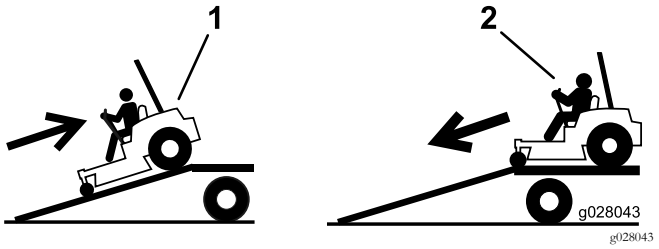

Figure 25
- Securely fasten the machine to the trailer or truck with straps, chains, cable, or ropes. Only use the four designated tie-down locations on the mower–two on the left side and two on the right (see Figure 25). Use these locations even when transporting the mower with an attached accessory. Using non-designated locations may cause damage to the mower and/or attachment.
Use extreme caution when loading or unloading machines onto a trailer or a truck. Use a full-width ramp that is wider than the machine for this procedure. Back up ramps and drive forward down ramps (Figure 25).